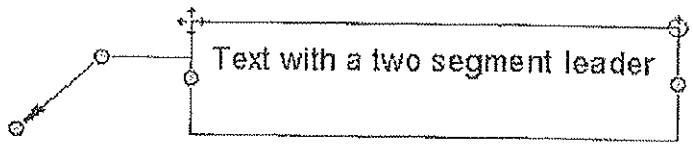

Figure 13–16
- Use the controls shown in Figure 13–16 to position, rotate, or edit the text as needed.
- You can add leaders to text when it is selected. Click the related icon in the Format panel, as shown in Figure 13–17. Use the grips to move the leader once it is placed.